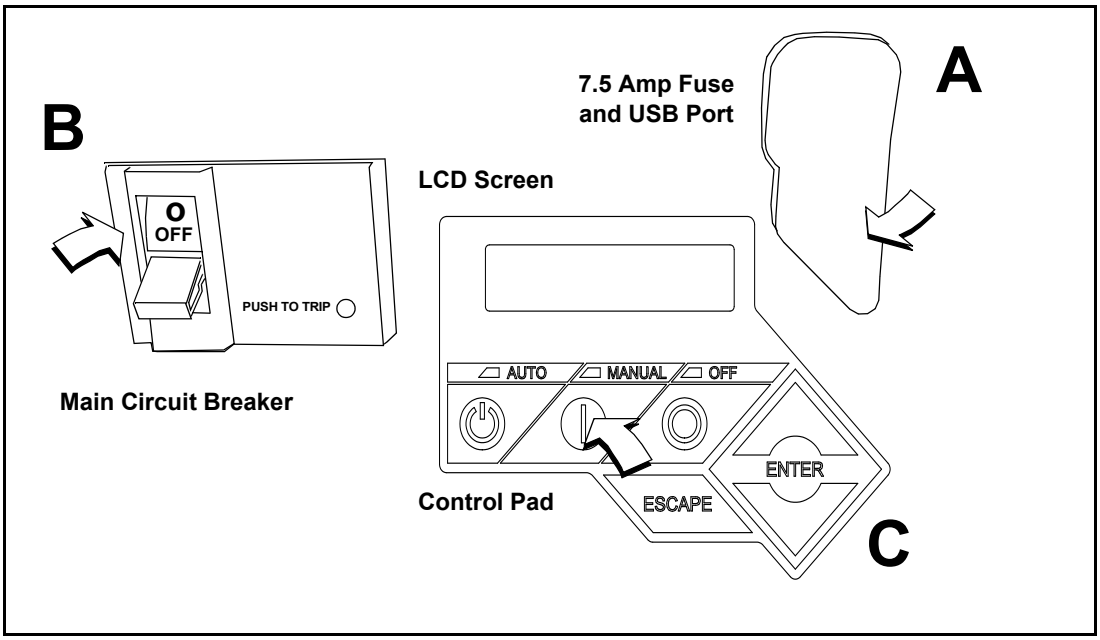

Figure 3-6. Generator Control Panel
1. Pull up rubber flap covering fuse holder and verify installation of 7.5 amp fuse. See A of Figure 3-6.
2. Move the Main Circuit Breaker switch down to the OFF (Open) position. See B of Figure 3-6.
3. Press MANUAL on the control pad to start the engine. A blue LED illuminates to confirm that the system is in the MANUAL mode. See C of Figure 3-6.